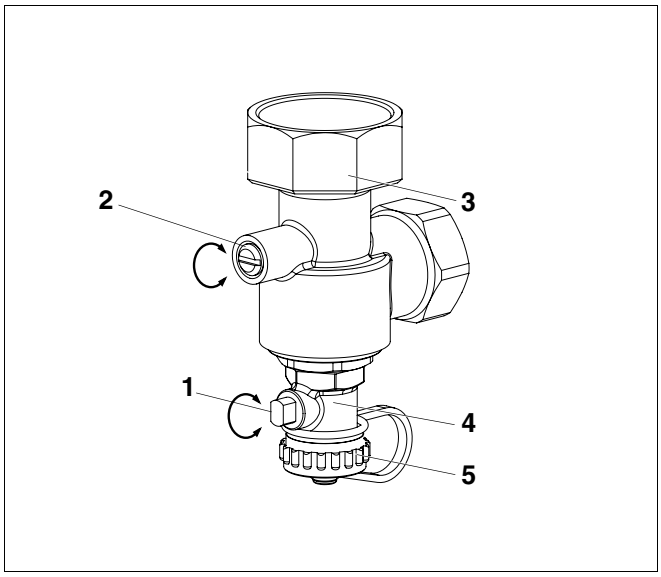

Rys. 15 Zawór zwrotny kątowy
- Ustawić pionowo rowek śruby nastawczej (rys. 15, **poz. 2**) zaworu zwrotnego kątowego (zawsze otwarty).
- Odkręcić pokrywę (rys. 15, **poz. 5**) zaworu napełniającego (rys. 15, **poz. 4**), nakręcić wąż napełniający i ustawić pionowo stożek regulacyjny (rys. 15, **poz. 1**) zaworu napełniającego (otwarty).
- Napełnić instalację przez zawór napełniający (rys. 15, **poz. 4**) powoli przez ok. 1/2 minuty.
- Ustawić poziomo rowek śruby nastawczej (rys. 15, **poz. 2**) zaworu zwrotnego kątowego (położenie podczas pracy).
- Dalej napełniać instalację przez zawór napełniający (rys. 15, **poz. 4**).